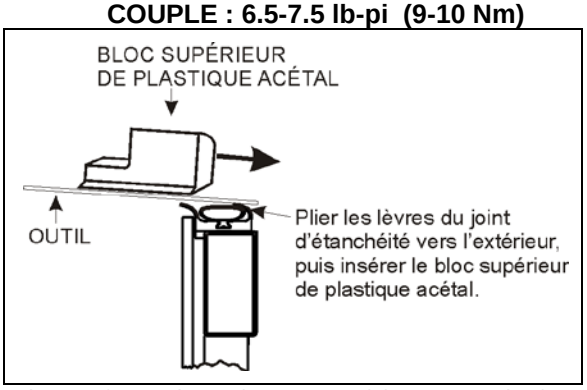

FIGURE 31: INSERTION DE BLOC DE PLASTIQUE ACÉTAL INFÉRIEUR 26095
5. Réinstallation les blocs de plastique acétal supérieurs. Plier le joint racleur vers l'extérieur au moyen d'un outil plat pour faciliter l'installation (Figure 31) et serrer les vis de montage. Ne laisser aucun jeu entre les blocs et le rail.